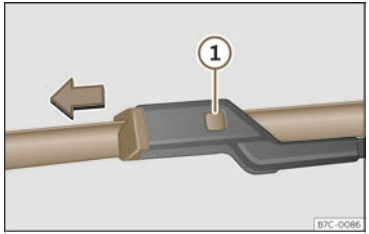

Fig. 216 Changing the windscreen wiper blades
- Press and hold release button ››› Fig. 216 ① and pull gently on the wiper blade in the direction of the arrow.